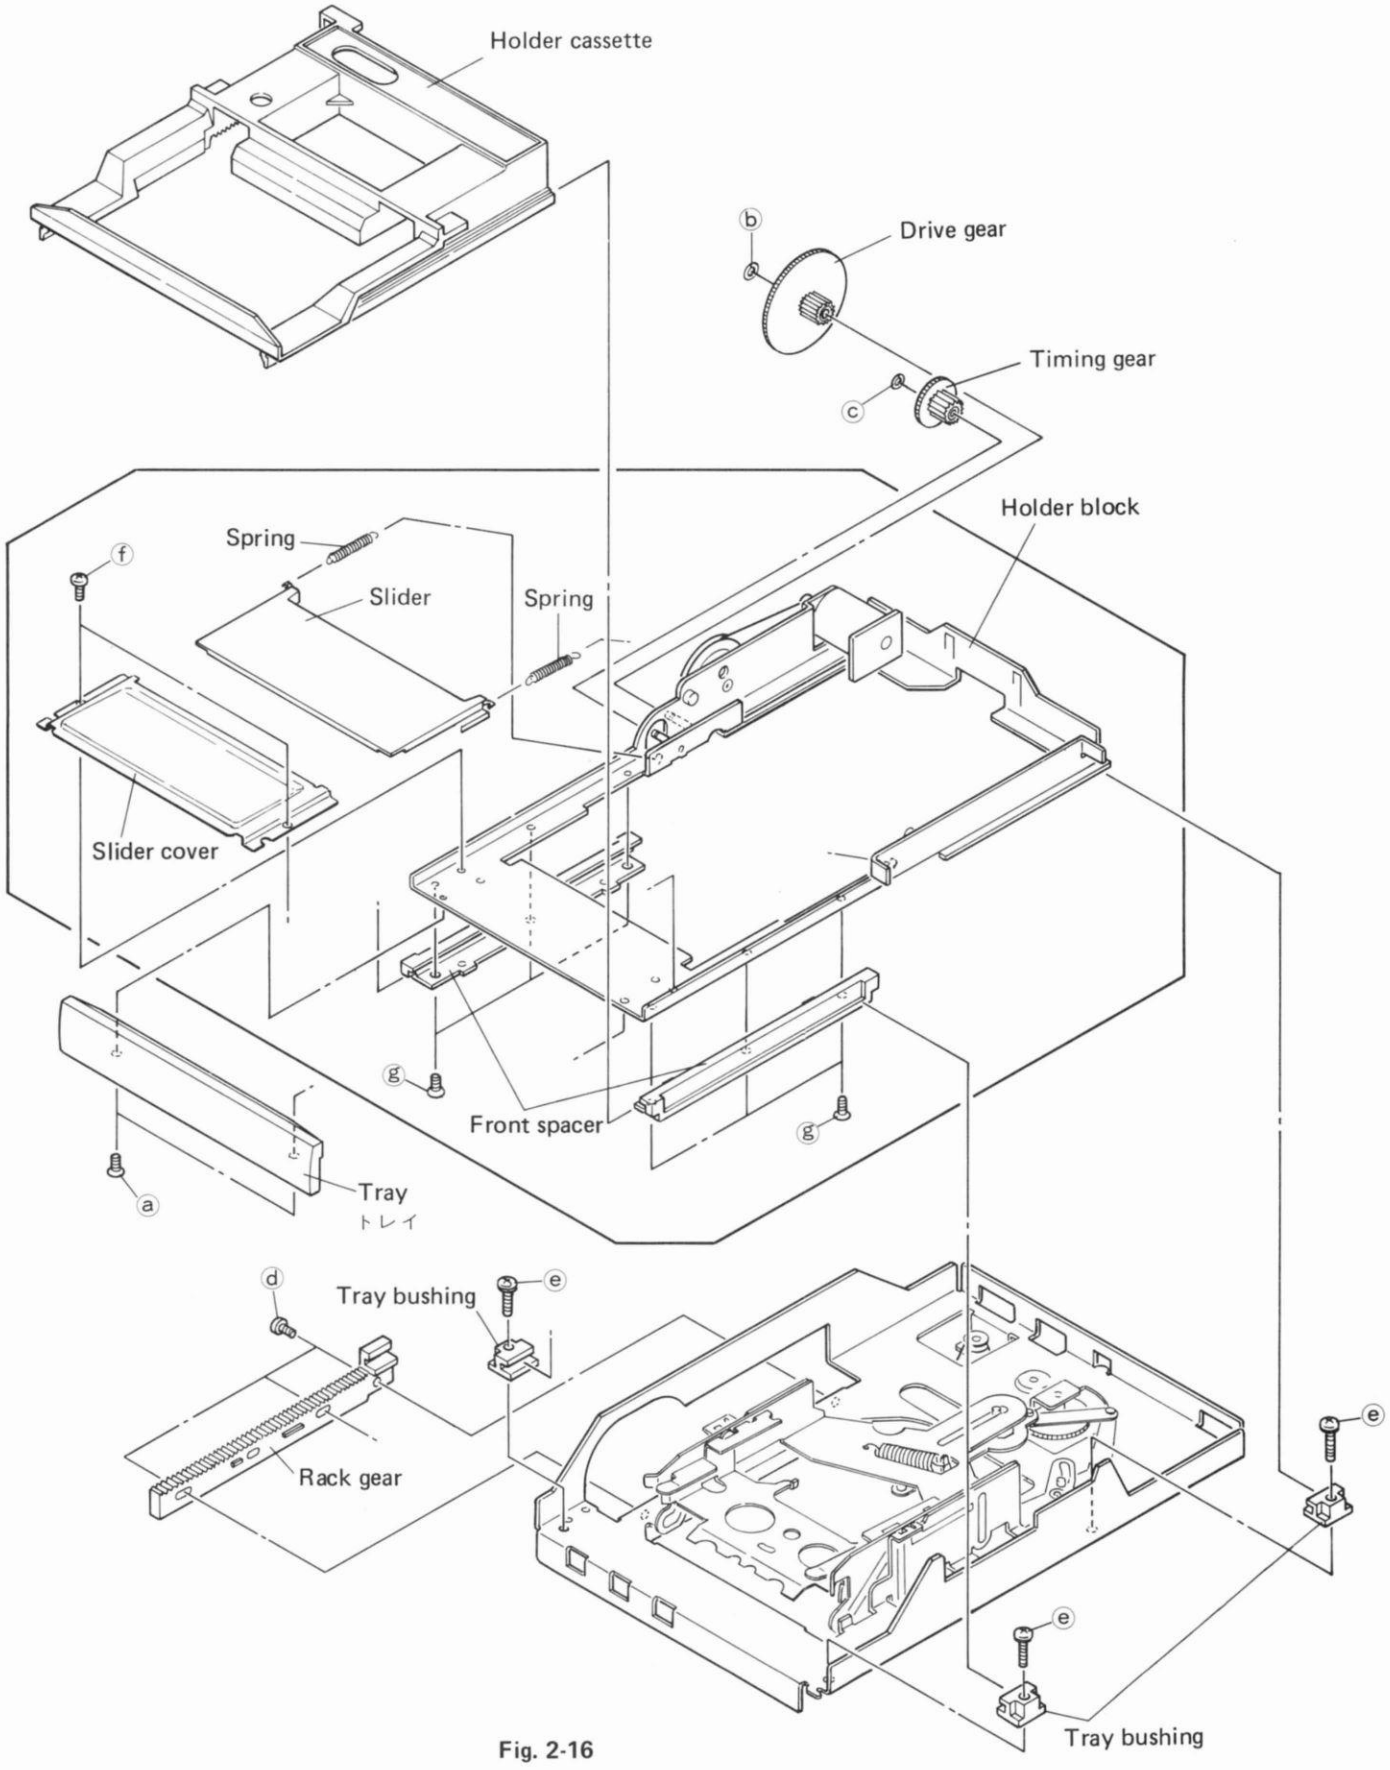

Fig. 2-16
2-3-7. Disassembly of the cassette holder unit (Fig. 2-16)
（図2-16）
I. Remove two screws ⓐ shown in Fig. 2-16, then remove the tray.
II. Remove washers ⓑ and ⓒ shown in Fig. 2-16, then remove the drive gear and timing gear.
III. Remove the holder cassette shown in Fig. 2-16 by sliding it forward.
Ⅰ．図2-16のネジⓐ2本を外し，トレイを取外す．
Ⅱ．図2-16のワッシャーⓑ，ⓒを外し，DRIVE GEAR，TIMING GEAR を取外す．
Ⅲ．図2-16のHOLDER CASSETTE を前面にスライドさせて取外す．
I. Remove three screws ⓓ shown in Fig. 2-16, then remove the rack gear.
II. Remove three screws ⓔ shown in Fig. 2-16, then remove three tray bushings.
III. Remove the holder block shown in Fig. 2-16.
I. Remove two springs shown in Fig. 2-16
II. Remove two screws ⓕ shown in Fig. 2-16, then remove the slider cover.
III. Remove six screws ⓖ shown in Fig. 2-16, then remove two front spacers.
IV. Remove the slider shown in Fig. 2-16.
Ⅰ．図2-16のネジⓓ3本を外し，RACK GEAR を取外す．
Ⅱ．図2-16のネジⓔ3本を外し，TRAY BUSHING 3個を取外す．
Ⅲ．図2-16のHOLDER BLKを取外す．
Ⅰ．図2-16のスプリング2本を外す．
Ⅱ．図2-16のネジⓕ2本を外し，SLIDER COVERを取外す．
Ⅲ．図2-16のネジⓖ6本を外し，FRONT SPACER 2個を取外す．
Ⅳ．図2-16のSLIDERを取外す．